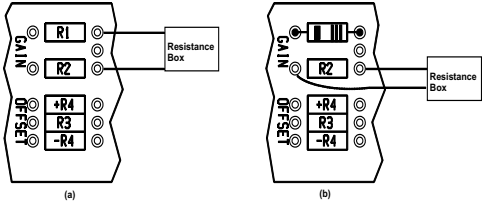

Fig 3.5 Temporary Resistor Connections - Gain
1) Temporarily connect a variable resistance (such as a decade box) to the board as in Fig. 3.5(a). Set the resistor to an initial value as shown in the table.